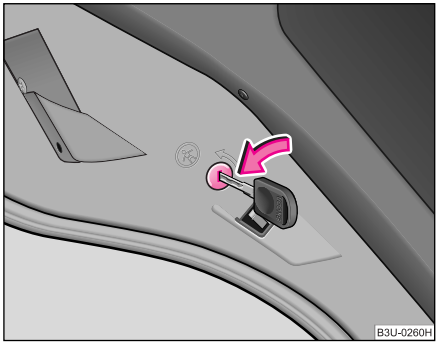

Fig. 21 Siguranța de la uşile din spate pentru copii
– Rotiți cu cheia de contact fanta din uşile din spate în sensul săgeții ⇒ fig. 21.